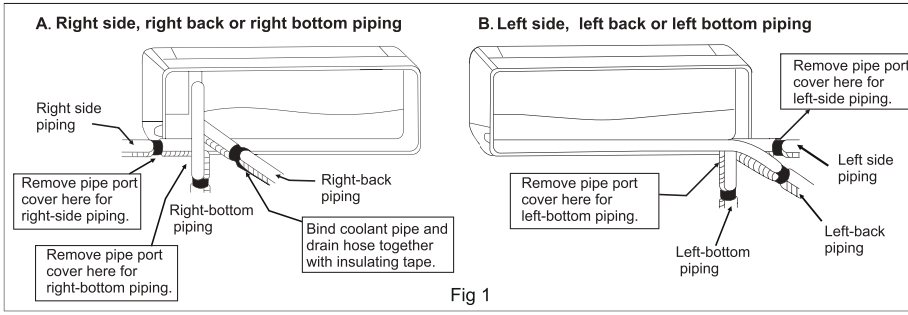
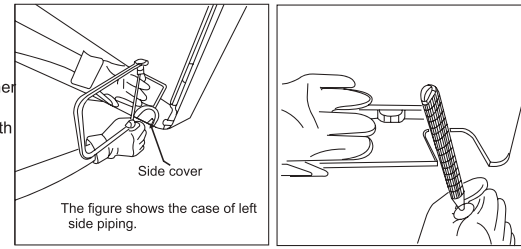

Fig 1
Fig 2
3. Wrap the inter-unit wire, refrigerant pipes, and drain hose together with insulation tape. (see Fig 1)
4. Bottom or side piping (see Fig 2)
● Cut the pipe as straight as possible (See Fig 1.). Make sure to use a deburring tool to remove any burrs. Hold the pipe with opening facing down to prevent metal chips from entering the pipe (See Fig2.).